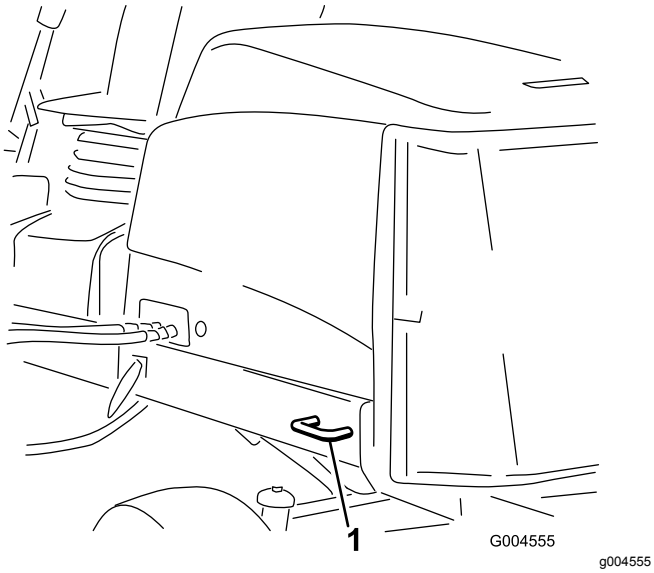

Figuur 73
- Achter – Beide zijden van het achterframe van de machine (Figuur 73)